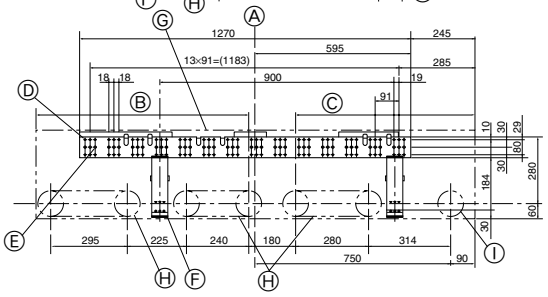

Fig. 3-2
3.2. Anbringung der Wandbefestigungen (Fig. 3-2)